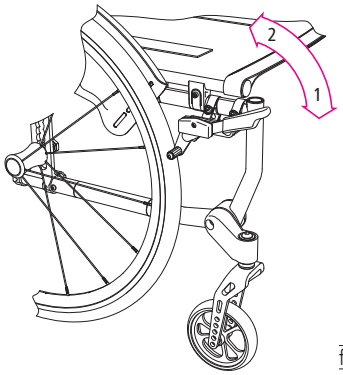

fig. 15
1. Spingendo la leva in avanti/verso il basso si blocca il freno di stazionamento (1, fig.15). Il freno scatta in questa posizione.
2. Tirando la leva verso l'alto si sblocca nuovamente il freno (2, fig. 15).